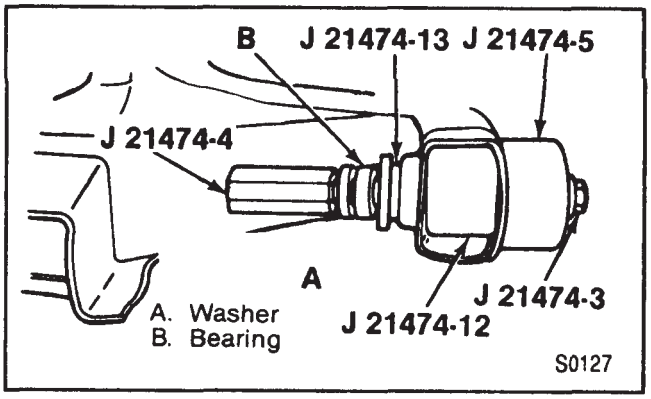

Figure 54—Removing the Lower Control Arm Front Bushing
6. Lower control arm (93).
7. Bushing (167)(figure 54).